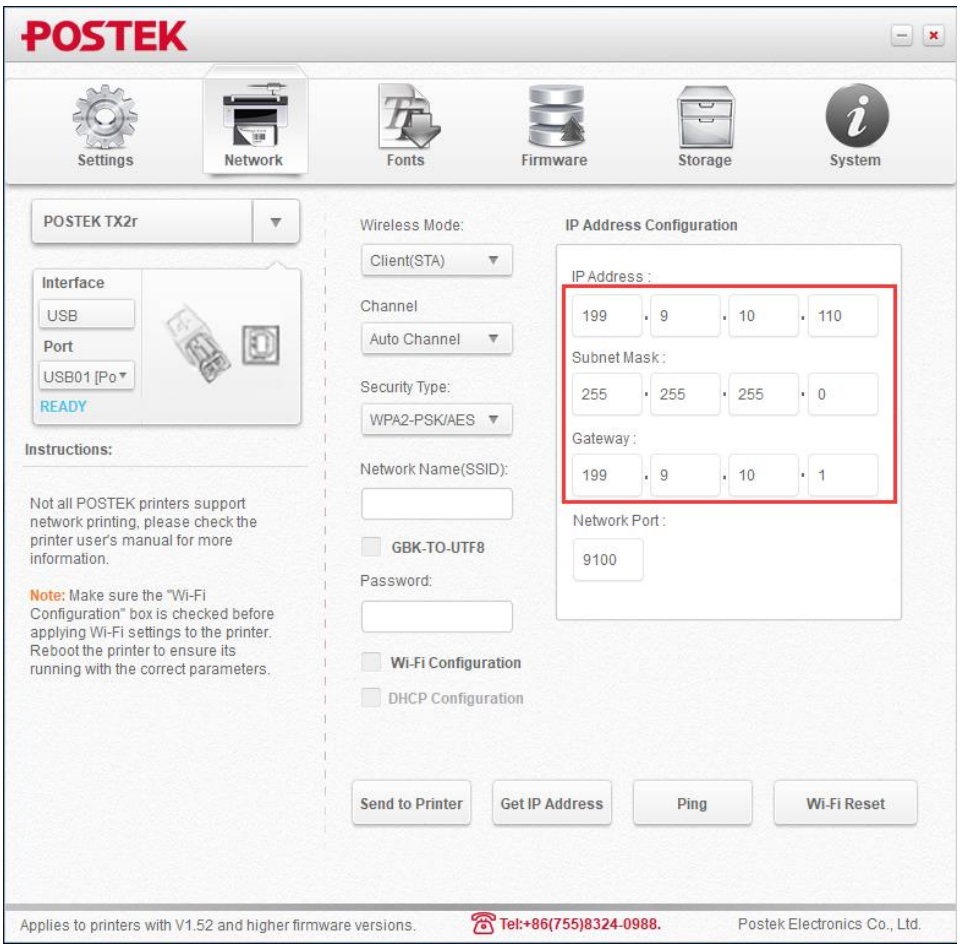

Figure 2-32 Configure the Network Parameters
5. Enter the "IP Address", "Subnet Mask", and "Gateway" (Note: the IP address here must be in the same network segment as the LAN, and the last figure of the IP address should be unique in the network group), as shown in Figure 2-32.